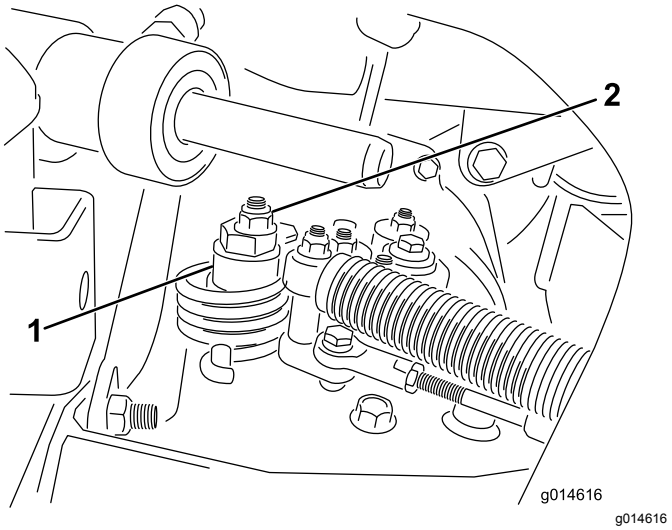

Figur 53
A. Lossa muttern som fäster excenterbulten på hydrostatens ovandel (Figur 53).
C. Vrid excenterbulten tills maskinen inte kryper i någon riktning. När hjulet slutar rotera drar du åt muttern som låser excenterbulten och justeringen (Figur 53). Kontrollera justeringen med gasreglaget i det långsamma och det snabba läget.